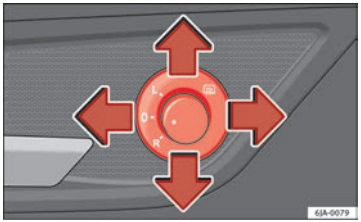

Fig. 68 Door interior: adjuster knob
– Turn the knob to position ⇒ Fig. 68.
– Turn the knob to position L ⇒ Fig. 68. The mirror movements are the same as those of the knob.
– Turn the knob to position R ⇒ Fig. 68. The mirror movements are the same as those of the knob.